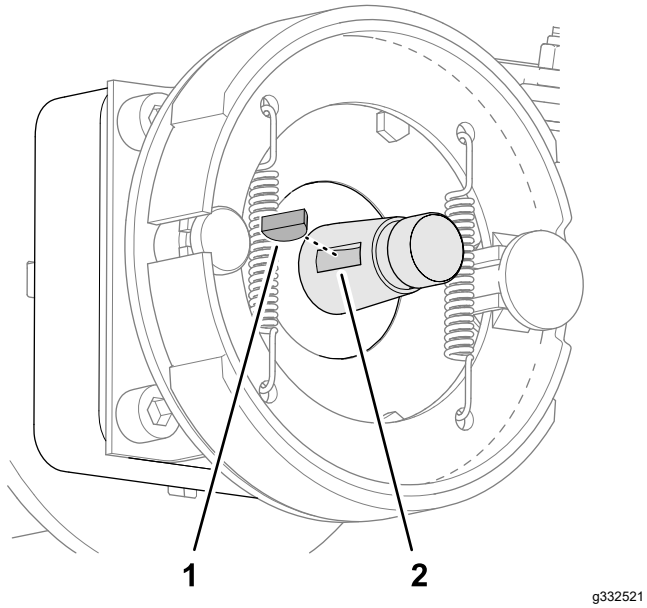

**Figure 66**
5. Retirez la clavette demi-lune de l'arbre du moteur de roue (Figure 66).